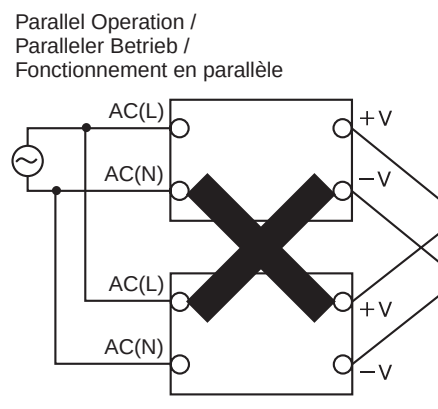

Fig. 5
■ Fonctionnement en parallèle (Fig.5)